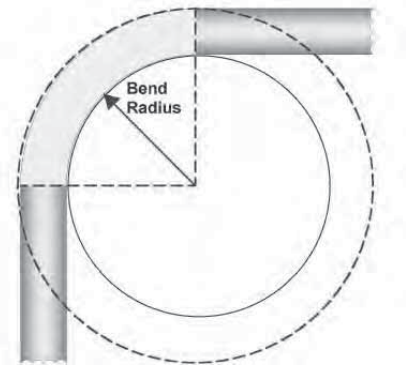

Fig. 4-1
e) Avoid stressing the tubing or fittings with tight bends, kinks, twists, stretching or repetitive bending. Refer to Table 4-1 below for the recommended minimum bend radius for Gastite®/FlashShield™ CSST (Fig. 4-1).